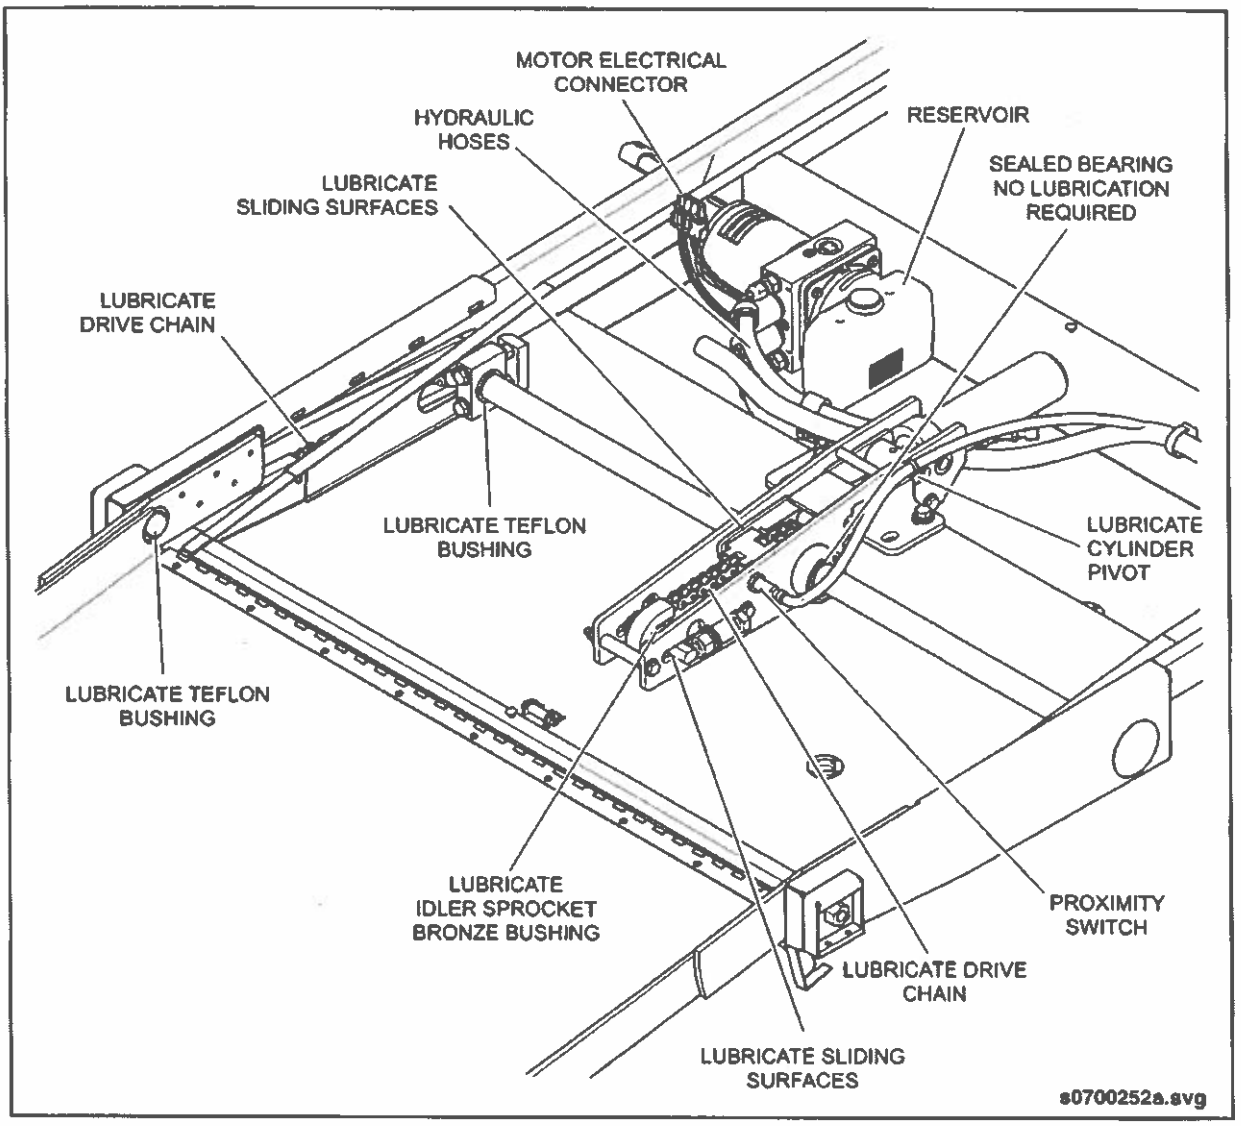

Fig. PM-18: Wheelchair Ramp Inspection
- ☐ Inspect ramp pump electrical connectors for condition and security. See "Fig. PM-18: Wheelchair Ramp Inspection" on page 35.